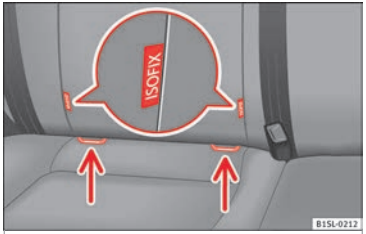

Fig. 21 On the vehicle seat: identification variants of the anchor points for the child seats
- Press the child seat onto the retaining rings ››› **Fig. 21** in the direction of the arrow. The child seat must be safely engaged and click audibly into place.
- Place the child seat on the seat cushion and attach the retaining strap hooks to the retaining rings ››› **Fig. 21**.